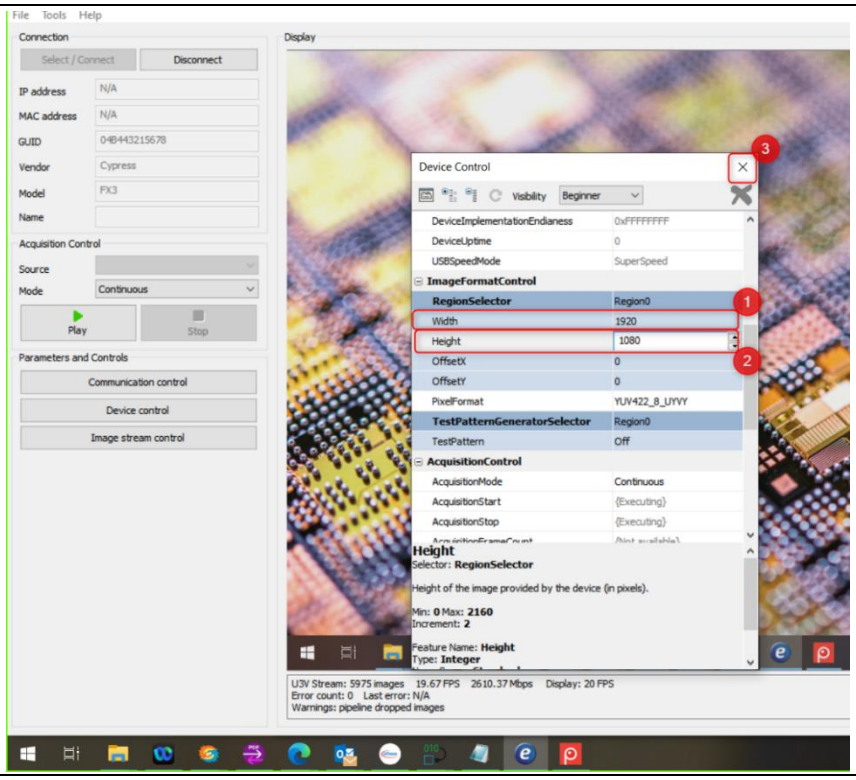

Figure 13 Display resolution changed to 1080p
4. Enter the required resolution in the Width and Height fields as shown in **Figure 13** according to **Table 4** and close the window.